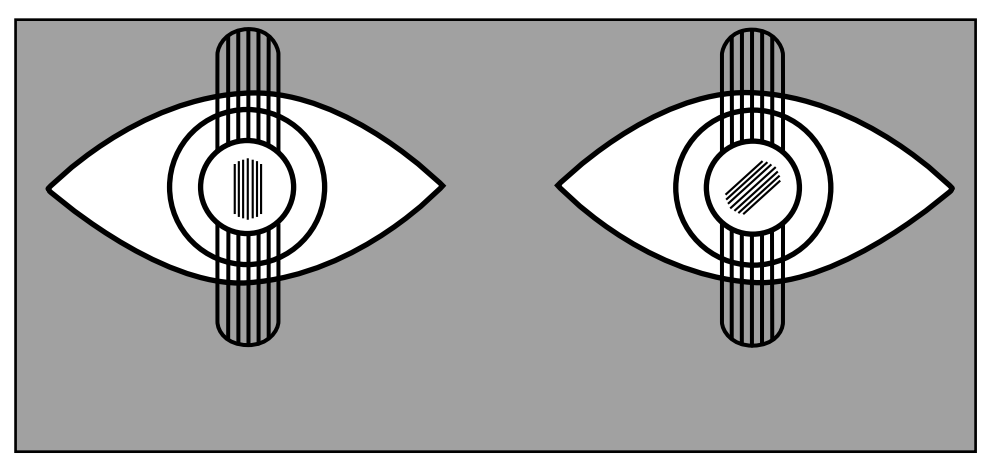

Figura 2 Figura 3
4. Observe o "reflexo" que aparecerá como na Figura 2, desde que não haja astigmatismo oblíquo. No caso da presença de astigmatismo oblíquo, o reflexo aparecerá mais como na Figura 3, onde o reflexo não é vertical.